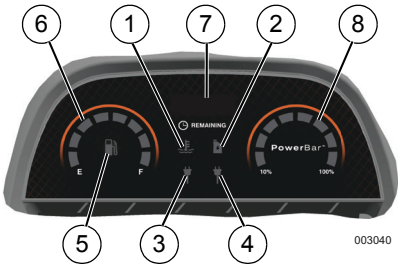

Figure 2-6. Status Indicators
See *Figure 2-6*. The PowerBar (8) indicates the amount of power being used from the generator. Each section is approximately 12.5%.
See *Figure 2-6*.
See *Figure 2-6*. At startup the Run Time Display (7) shows the total engine hours of the unit, then transitions to show the Run Time Remaining.
See *Figure 2-6*. The fuel sensor (5) and gas gauge (6) indicate fuel remaining in the internal fuel tank. The Run Time Clock displays the amount of run time remaining for the current fuel level and applied load.